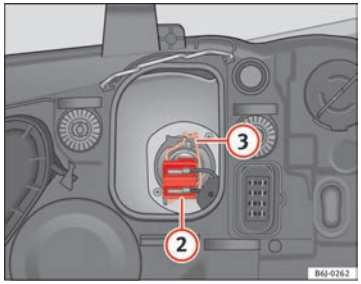

Fig. 154 Dipped beam headlights
– Remove connector ⇒ Fig. 154 (2) from the bulb.
– Unclip the retainer spring ⇒ Fig. 154 (3) pressing inwards to the right.